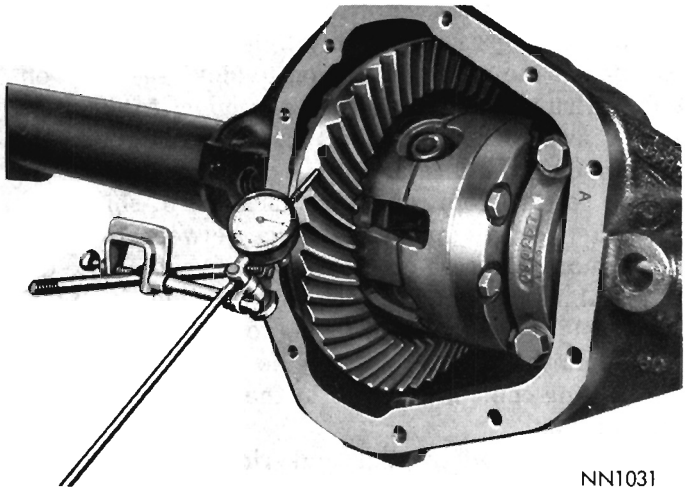

Fig. 31—Checking Backlash Between Drive Gear and Pinion
(3) Remove differential and ring gear assembly from carrier.
(4) Remove differential bearing cones. Install the correct thickness shim pack as determined in step 2 between bearing cone and differential case hub shoulder using Tool C-4025 (9-3/4" Axle) or Tool C-4028 (9-1/4" Axle). Add an additional .015 inch shims to the drive gear side of differential and install the differential bearing cones. This additional .015 inch shim pack provides the correct bearing preload and backlash.
(5) Position spreader Tool W-129 in locating holes of carrier and tighten screw finger tight. Install dial indicator and spread carrier .015 to .020 inch. Do not exceed this limit to permit placing of differential and ring gear assembly in carrier.
(6) Install the bearing caps in their respective positions as indicated by identification marks on caps and carrier. Remove the spreader tool. Coat the bearing cap bolt threads with sealing compound and install and tighten bolts snugly.
(7) Tap the drive gear lightly with a rawhide hammer to properly seat the differential bearing and cups. **Care must be taken in this operation to prevent nicking the teeth of ring gear or drive pinion as they are meshed together.** Tighten the bearing cap bolts to 70-90 foot-pounds.
(8) Attach a dial indicator to carrier and with indicator contact point contacting ring gear tooth (Fig. 31), measure the backlash between the ring gear and drive pinion.
(9) Check backlash at four equally spaced points around circumference of ring gear. Backlash must be held between .004-.009 inch and cannot vary more than .002 inch between the four positions checked.